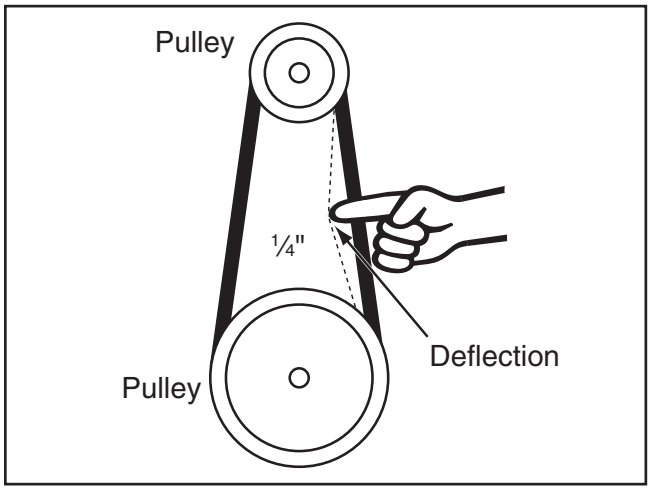

Figure 134. Checking belt tension.
5. Press belt in center to check belt tension. The belt is correctly tensioned when there is approximately ¼" deflection when it is pushed with moderate pressure, as shown in **Figure 134**.